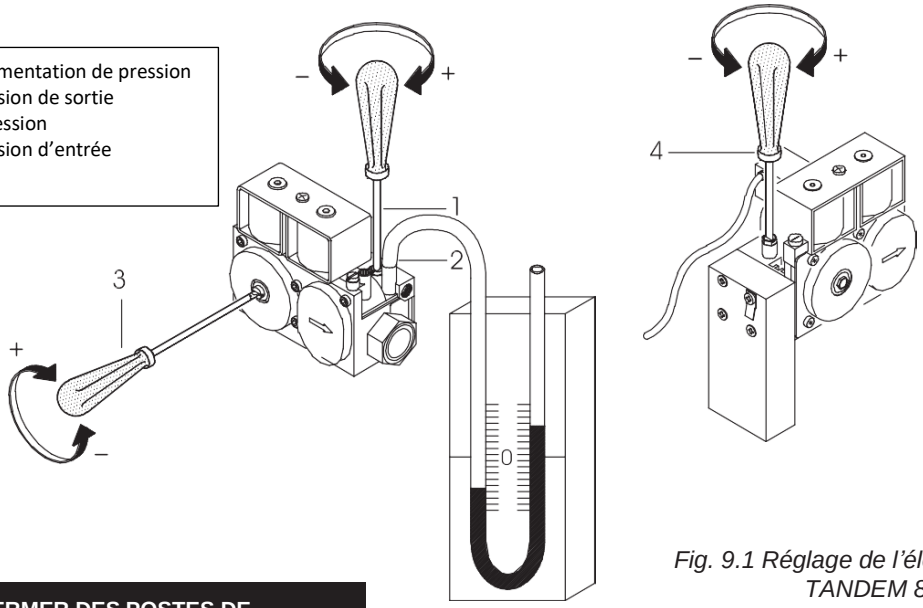

Fig. 9.1 Réglage de l'électrovanne SIT TANDEM 830
6) Régler la pression appropriée au brûleur en utilisant le régulateur de pression de l'électrovanne en tournant la vis de réglage en sens horaire (+) (point 3 fig. 9.1).
7) Commencer la mesure et vérifier si la pression du gaz sur le brûleur (point 2 fig. 9.1) est conforme à celle qui est inscrite dans la plaque signalétique.
2) Régler la pression appropriée au brûleur en utilisant le régulateur de pression de l'électrovanne (point 3 fig. 9.1).
3) Commencer la mesure et vérifier si la pression du gaz sur le brûleur (point 2 fig. 9.1) est conforme à celle qui est inscrite dans la plaque signalétique.